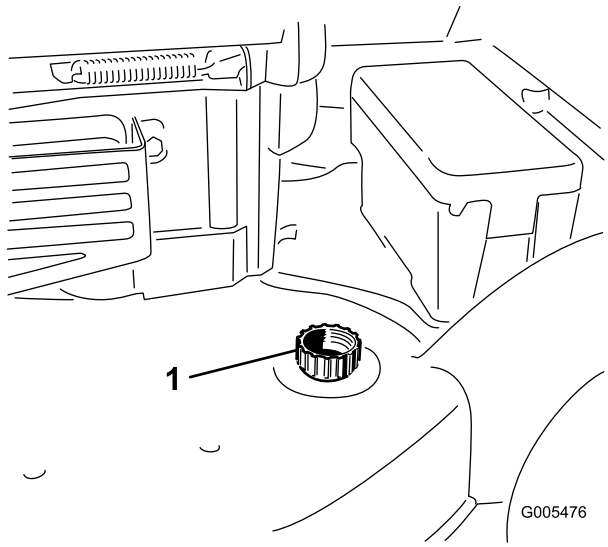

Figur 41
3. Anslut en trädgårdsslang, som är ansluten till en vattenkälla, till tvättanslutningen på klipparkåpan (Figur 41).